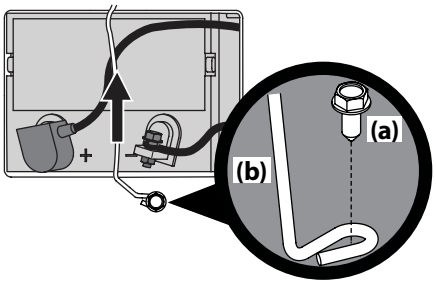

Figura 4-10
1. Extraiga el tornillo de cabeza hexagonal con arandela (a) que sujeta el soporte de sujeción de la batería al marco (b). Luego levante el soporte de sujeción (b) de la batería para liberar la batería. Consulte la Figura 4-10.